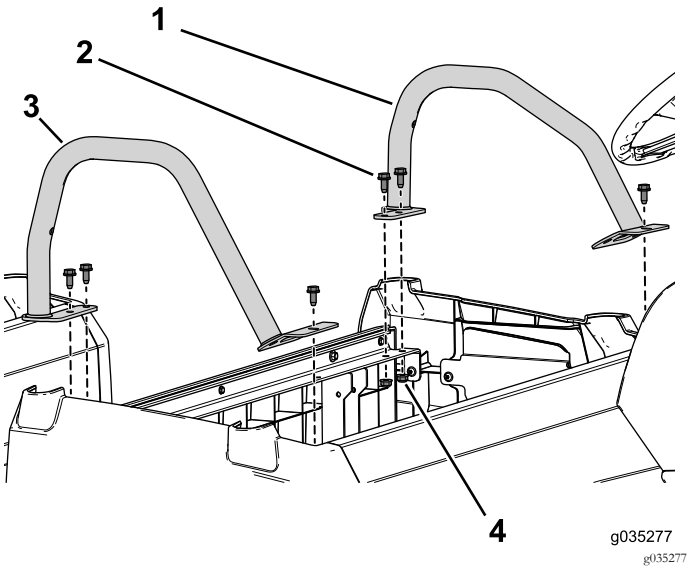

Figuur 96
7. Gebruik de 6 flensbouten (3/16 x 3/4 inch) en flensmoeren om de stoelsteunen links en rechts aan de stoelbasis te bevestigen (Figuur 96).